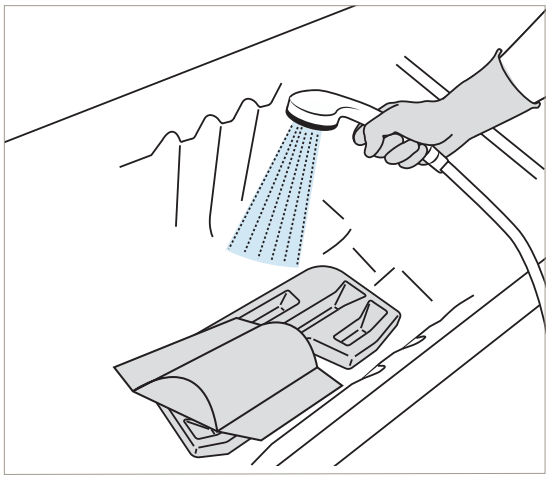

Afbeelding 67
6. Spoel de accessoires op de bodem van de Classic Line 2 badkuip af met water om zichtbare resten te verwijderen. Keer de accessoires om en spoel opnieuw. Zie Afbeelding 67.